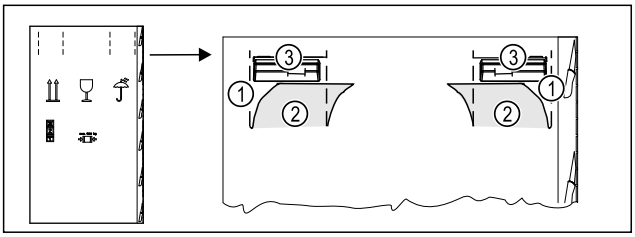

Fig. 4
- ▶ Vtlačte obalový karton nahoře na perforaci *Fig. 4 (1)*.
- ▶ Vytáhněte vtlačené spojky *Fig. 4 (2)*.
- ▷ Pravá a levá rukojeť *Fig. 4 (3)* je viditelná.
- ▶ Držte spotřebič za rukojeti *Fig. 4 (3)*.